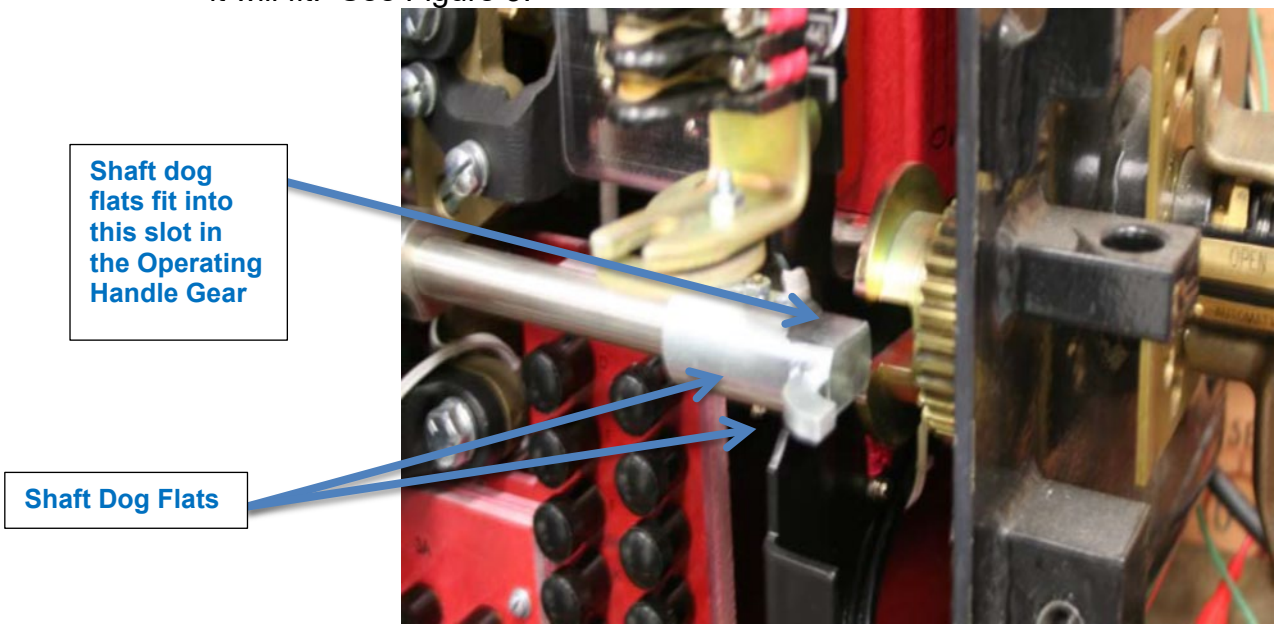

Figure 3 – Operating Handle Alignment Before the Protector is Reinstalled
1. Check the operating handle alignment before rolling the protector back into its housing. Ensure the base of the handle is aligned with the slot into which it will fit. See Figure 3.